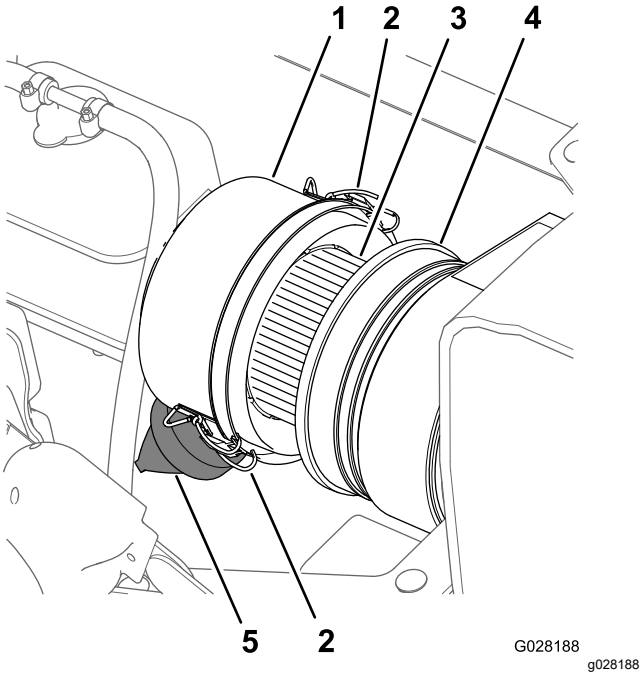
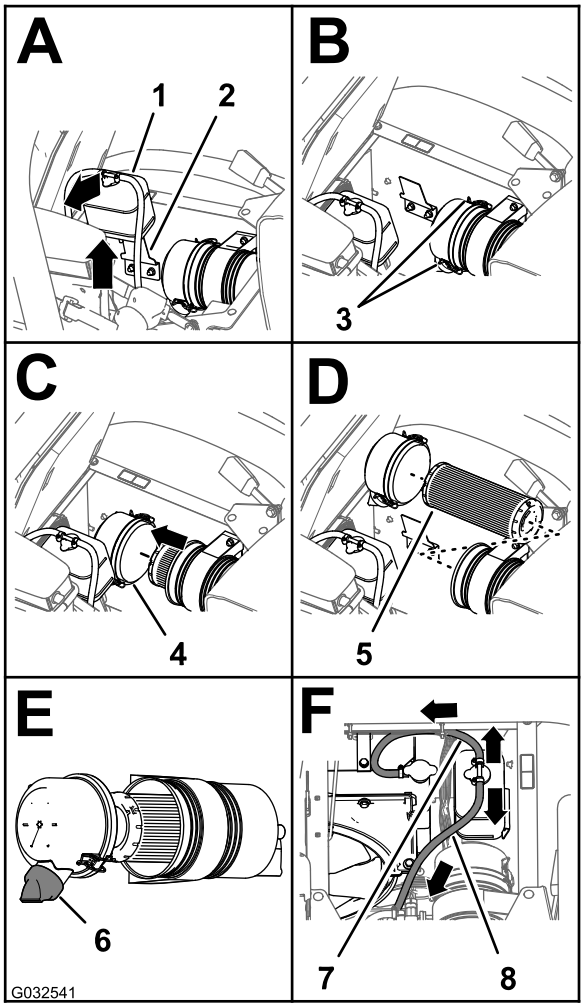

Figure 64
Figure 65
3. Clean the dust cap and air-cleaner body (Figure 64).
4. Check the air-cleaner body for damage that could cause an air leak (Figure 64).
5. Squeeze the dust valve to clear it of dirt, dust, and debris (Figure 64).
7. Check the air-filter element for excessive accumulation of dust, dirt, and debris (Figure 64).
8. Install the dust cap onto the air-cleaner body and secure the cap with the 2 latches (Figure 64).
2. Clean the dust cap and air-cleaner body (Figure 64).
3. Lift the coolant-overflow tank up and off the tank-support bracket (Figure 65).
4. Loosen the 2 latches that secure the dust cap to the air-cleaner body (Figure 65).
6. Clean the inside of the dust cap, air-cleaner body, and dust valve with a damp rag (Figure 64 and Figure 65).
7. Insert the air-filter element into the air-cleaner body (Figure 65).
8. Install the cover onto the air-cleaner body and secure the cover with the 2 latches (Figure 65).
Note: Ensure that the dust valve is aligned between the 5 to 7 o'clock position when viewed from the end (Figure 65).
9. Align the coolant-overflow tank to the tank-support bracket and seat the tank firmly (Figure 65).
Important: **Ensure that the pressure-relief hose is routed forward and down, and the tank-vent hose is routed rearward as shown in Figure 65.**